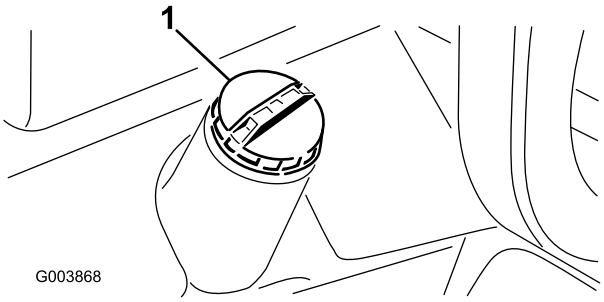

**Figuur 26**
1. Verwijder de dop van de brandstoftank (Figuur 26).